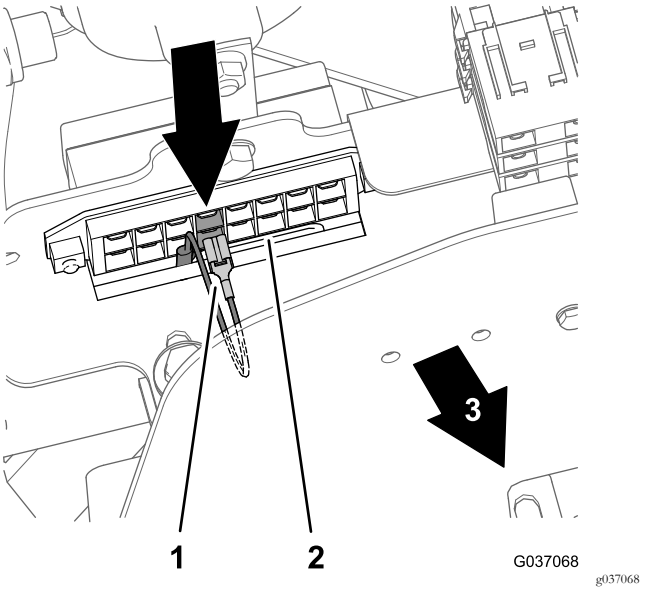

Figure 35
- Modèles 30654, 30657 et 30659 – 4ème position de fusible à partir de la gauche (Figure 35)